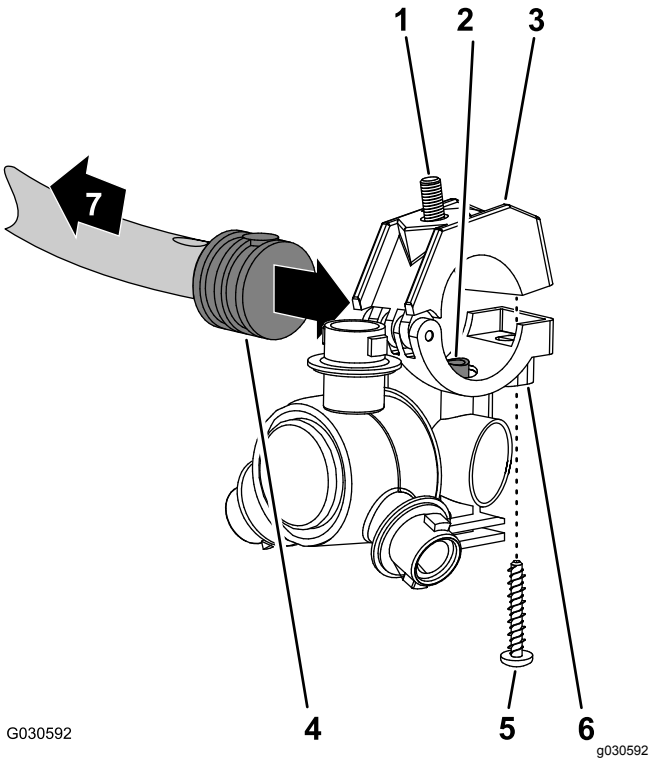

Figur 108
1. Rikta in överföringsröret i sadeln på ett sprutmunstycke (Figur 108) mot hålet på sidan av slangskaftet med en hulling (1/2 tum).
2. Stäng den övre halvan av klämman runt slangskaftet med hulling och sätt fast klämhalvan och sprutmunstyckshuset (Figur 108) med en skruv av rostfritt stål (nr 12 x 1 1/4 tum). Dra åt skruven till 14–18 N·m.